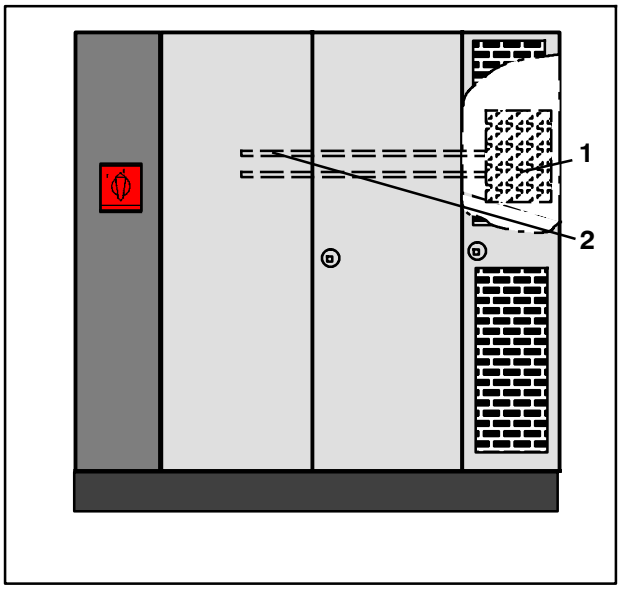

Fig. 20 Armoire électrique
- Refroidissement à 21 °C environ des onduleurs au dos de l'armoire électrique par un groupe réfrigérant de retour disposé dans la partie droite de l'armoire électrique (Fig. 20/1).
Le groupe réfrigérant de retour achemine le fluide réfrigérant par des tuyaux (Fig. 20/2) directement au dos des onduleurs.